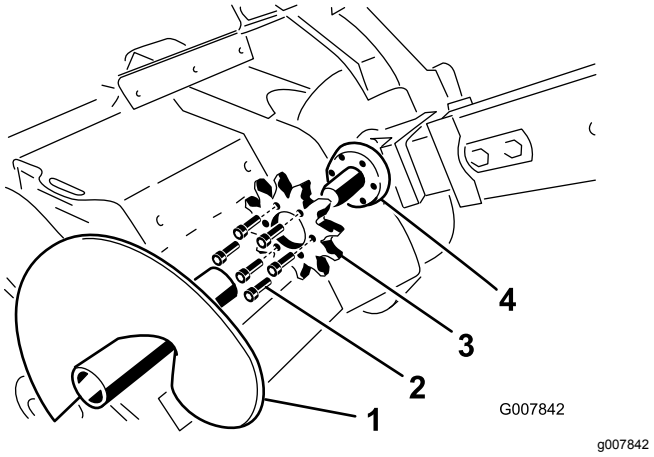

**Figuur 61**
3. Verwijder de afvoerschroef (Figuur 61).
8. Verwijder de zes bouten waarmee het aandrijf-tandwiel gemonteerd is (Figuur 61).
9. Verwijder het aandrijf-tandwiel en gooi het weg (Figuur 61).
10. Reinig het montagevlak van het aandrijf-tandwiel op de sleuvengraver (Figuur 61).
11. Schuif het nieuwe aandrijf-tandwiel op de as (Figuur 61).
12. Draai de zes bouten van het aandrijf-tandwiel handvast (Figuur 61).